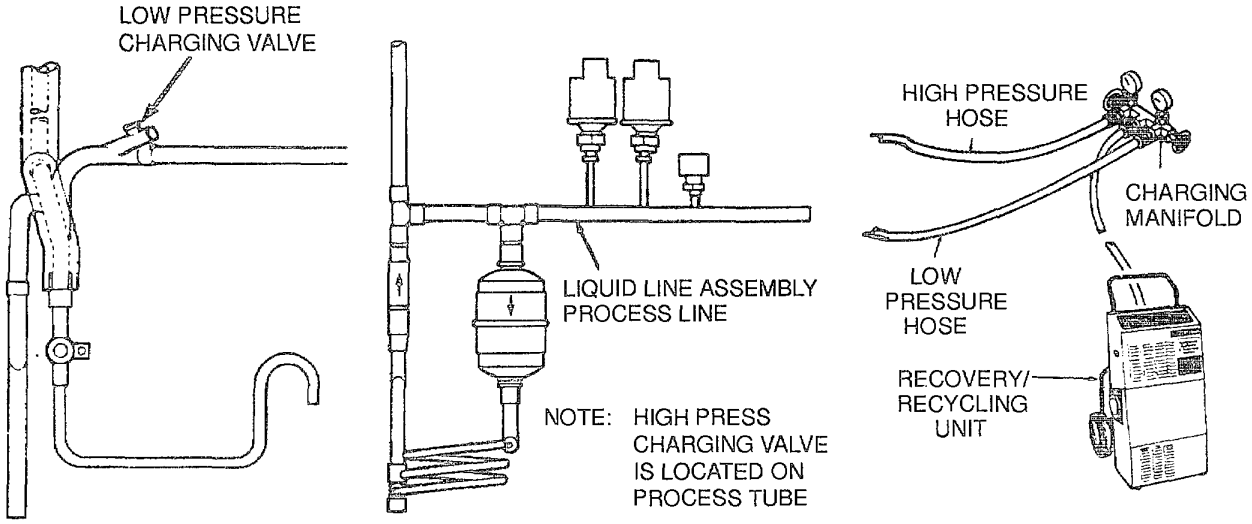

Figure 5-1. Charging Valve Locations
a. Remove valve stem protective caps from high and low pressure service valve stem. See Figure 5-1. Take car that they are not lost.